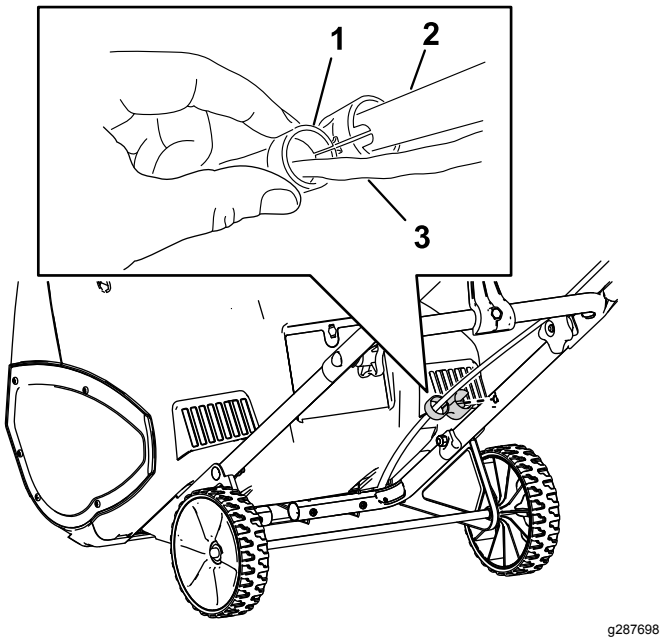

Figur 2
4. Fäst kabelguiden vid handtaget (Figur 2).